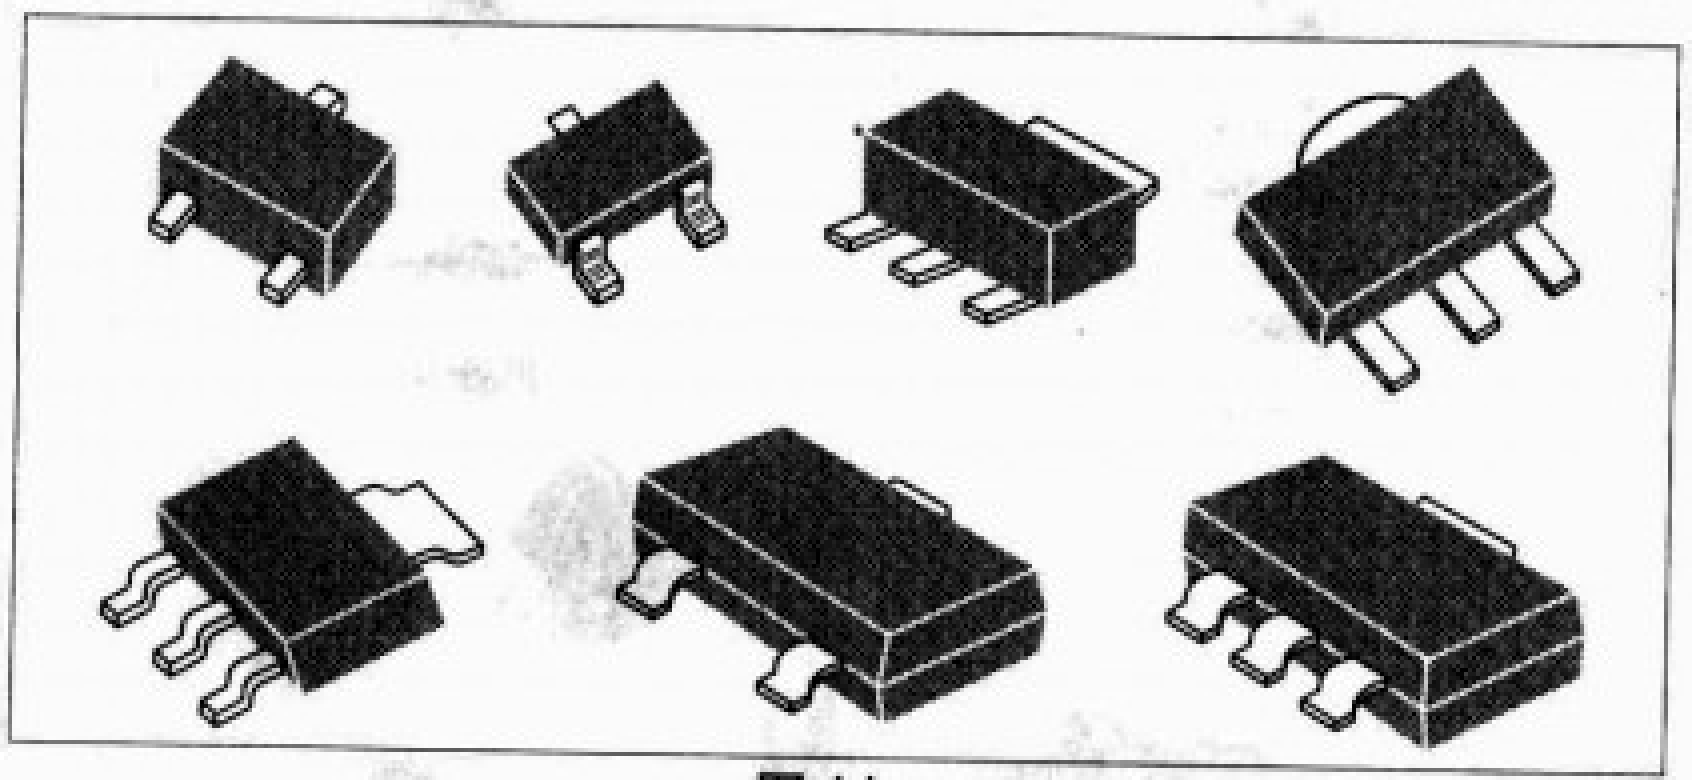
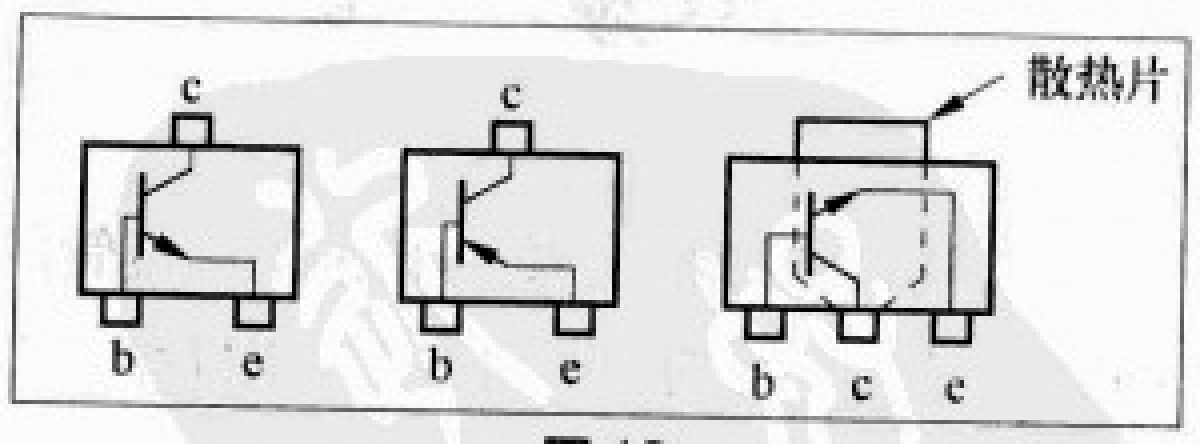

图11
图12
3.片式晶体管是表面安装器件，主要封装形式有SOT（小型封装晶体管）、SMT（表面安装晶体管）、MPAK（微型封装晶体管）、MPAK-4（微型4脚封装晶体管）、CMPAK-4（紧凑的微型4脚封装晶体管）、MOP（微型8脚封装晶体管）、URP（极小型树脂封装晶体管）等。片式晶体管外形如图11所示，内部电路结构见图12。